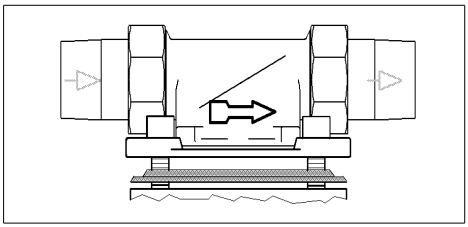

Abb. 1: Einbaudrehflansch
– Fließrichtung (siehe Abb. 1)